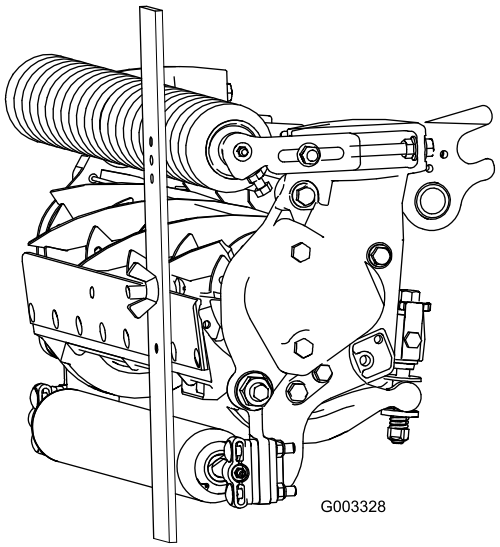

Figur 17
3. Haka fast skruvhuvudet på underknivens skäregg och vila stångens bakre ände mot den bakre rullen (Figur 17).
4. Vrid justeringsskruven tills den främre rullen kommer i kontakt med mätstången (Figur 17). Justera rullens båda ändar tills hela rullen är parallell med underkniven.